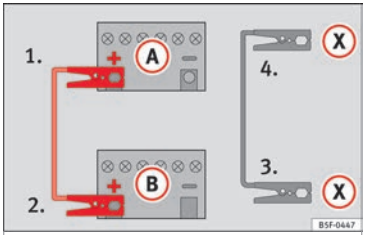

Bild 77 Skiss över anslutning i fordon med start-/stoppsystem.
– *Fordon med start-/stoppsystem:* Anslut ena änden av den *svarta* startkabeln (X) till en lämplig jordpunkt, en fast metalldel på motorblocket eller till själva motorblocket »» **bild 77**.
5. Anslut andra änden av den *svarta* startkabeln (X) till en solid metalldel som är kopplad till motorblocket eller till själva motorblocket i bilen med det urladdade batteriet. Anslut den inte till någon punkt i närheten av batteriet (A).